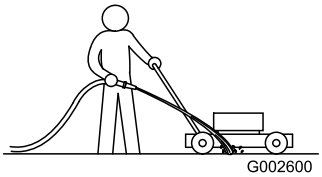

Figura 21
1. Con el motor en marcha sobre una superficie plana pavimentada, dirija un chorro de agua hacia delante de la rueda trasera **derecha** (Figura 21).